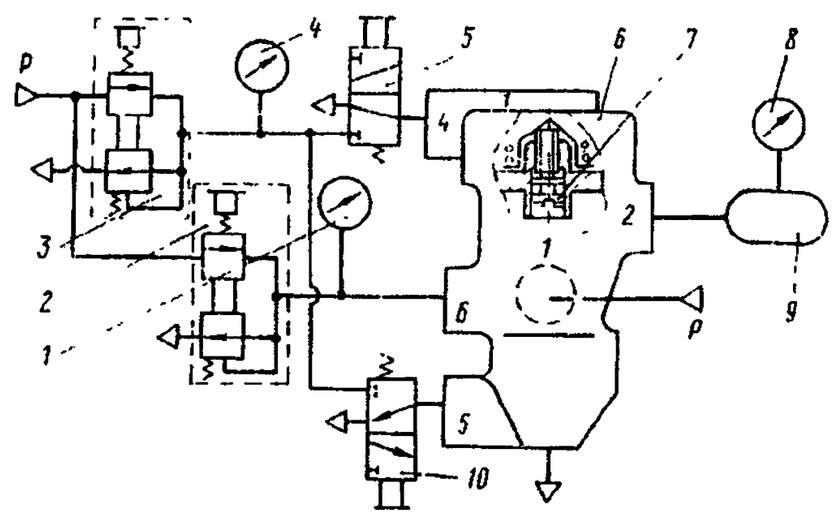

Рис. 322. Схема подключения клапана управления тормозными системами прицепа с двухпроводным приводом:
1. Подключите прибор *6* по схеме, изображенной на рис. 322.